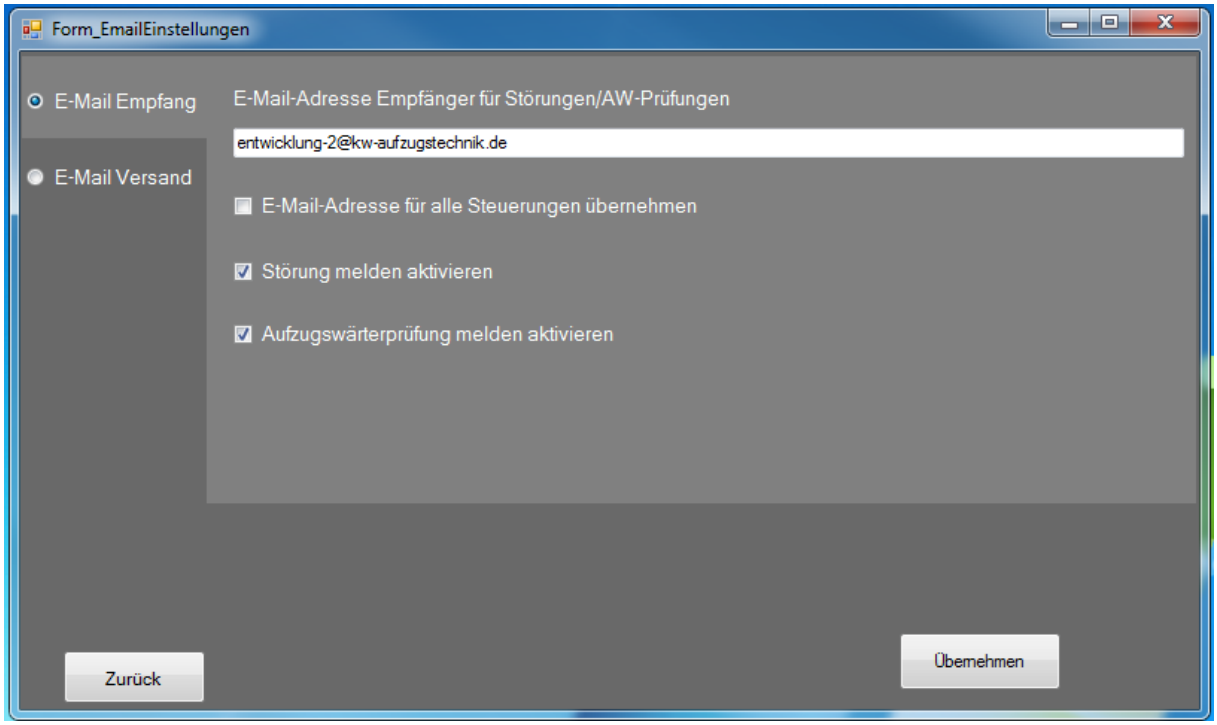

Abbildung 2.15: Einstellungen Email Empfang
1. **E-Mail Empfang**: In den ersten Textfeld wird eine E-Mail-Adresse eingetragen, die als Empfänger für die Meldungen dient. In den nächsten Auswahlboxen kann man einstellen, bei welcher Meldung eine E-Mail verschickt wird. Zur Auswahl stehen Störungen oder Aufzugswärterprüfung. Mehrfachauswahl ist auch möglich (Abbildung 2.15)